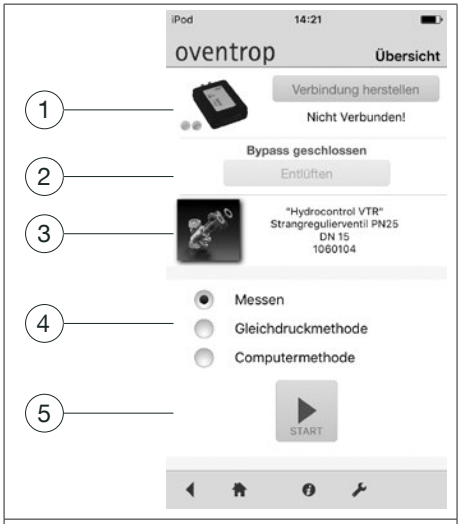

Fig. 4: Vue d'ensemble
10. Après avoir terminé la purge, sélectionner la méthode souhaitée (voir Fig. 4 en page 20).